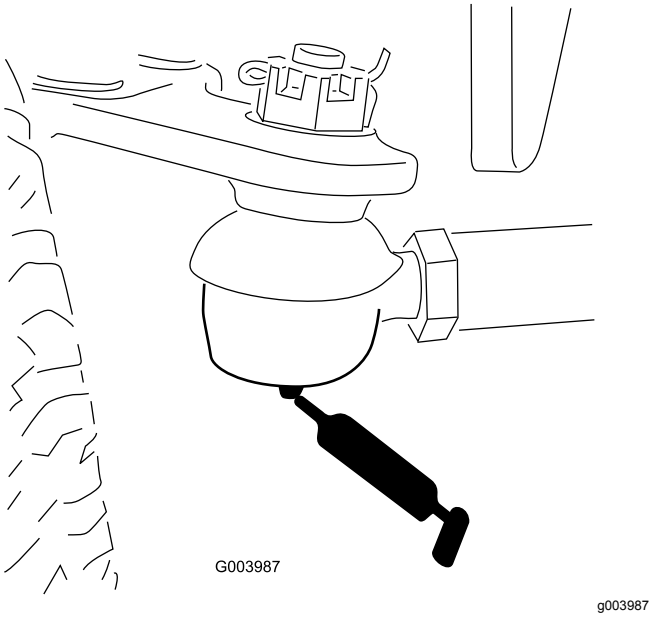

Figuur 40
- Trekstang van achteras (2) (Figuur 40)